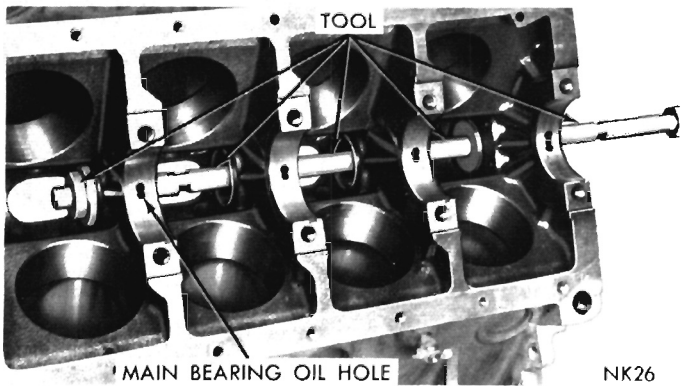

Fig. 35—Removing Camshaft Bearings
(1) With engine completely disassembled, drive out rear cam bearing welch plug.
(2) Install proper size adapters and horse shoe washers (part of Tool C-3132A) at back of each bearing shell to be removed and drive out bearing shells, (Fig. 35).